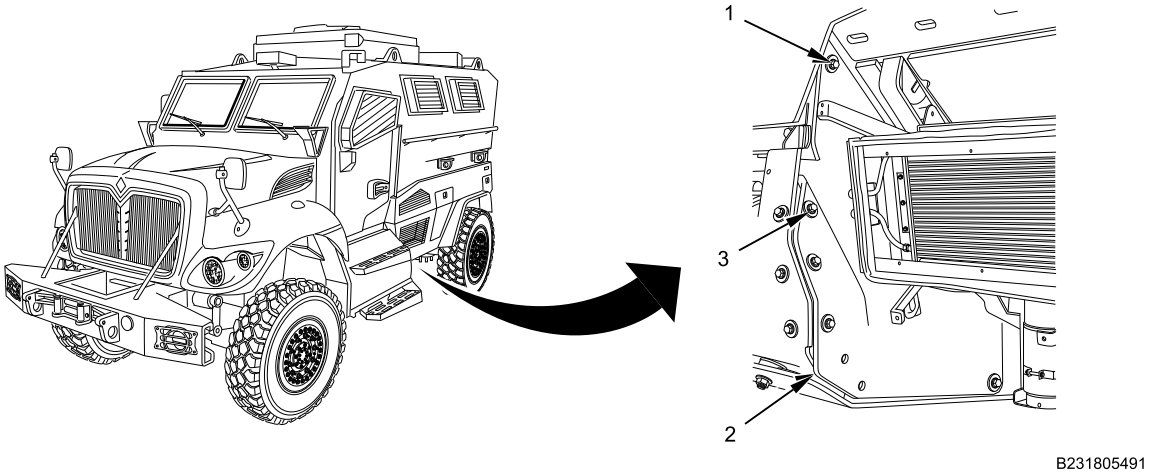

Figure 1. Left Side Rear Belly Armor Plate.
1. Remove six bolts (Figure 1, Item 1 and 3), washers, and nuts from rear belly armor plate (Figure 1, Item 2). Left side shown; right side similar.
2. Remove rear belly armor plate (Figure 1, Item 2).